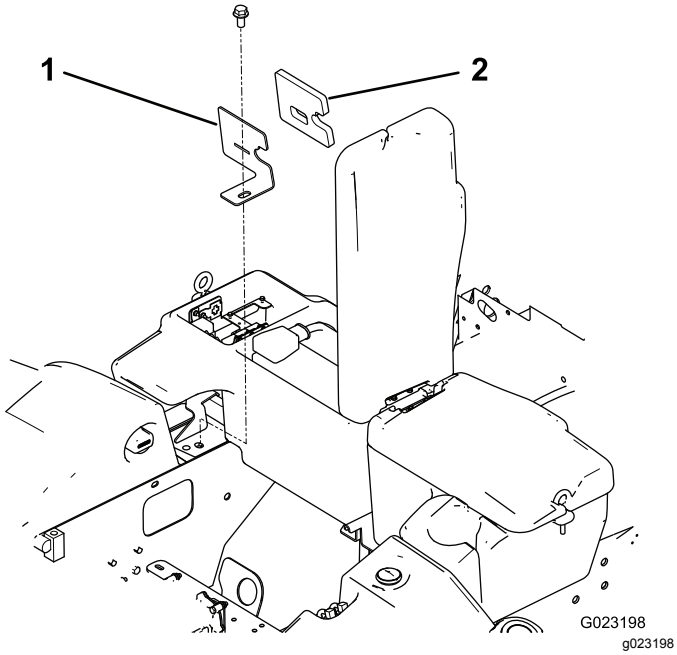

Figur 23
1. Fjern flenshodeskruen som fester kammerklemmen og tetningen til trekkenheten (Figur 23).
6. Monter kammerklemmen og tetningen til trekkenheten med flenshodeskruen (Figur 23).